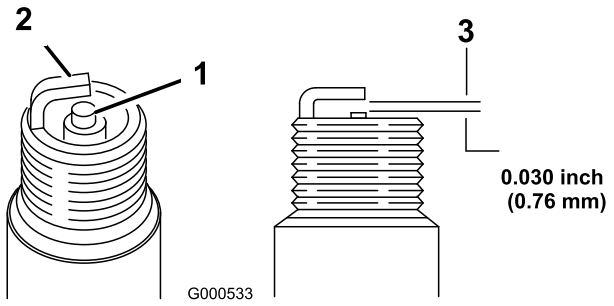

Figura 32
5. Impostate la luce sul tappo a 0,76 mm, fate riferimento a (Figura 32).